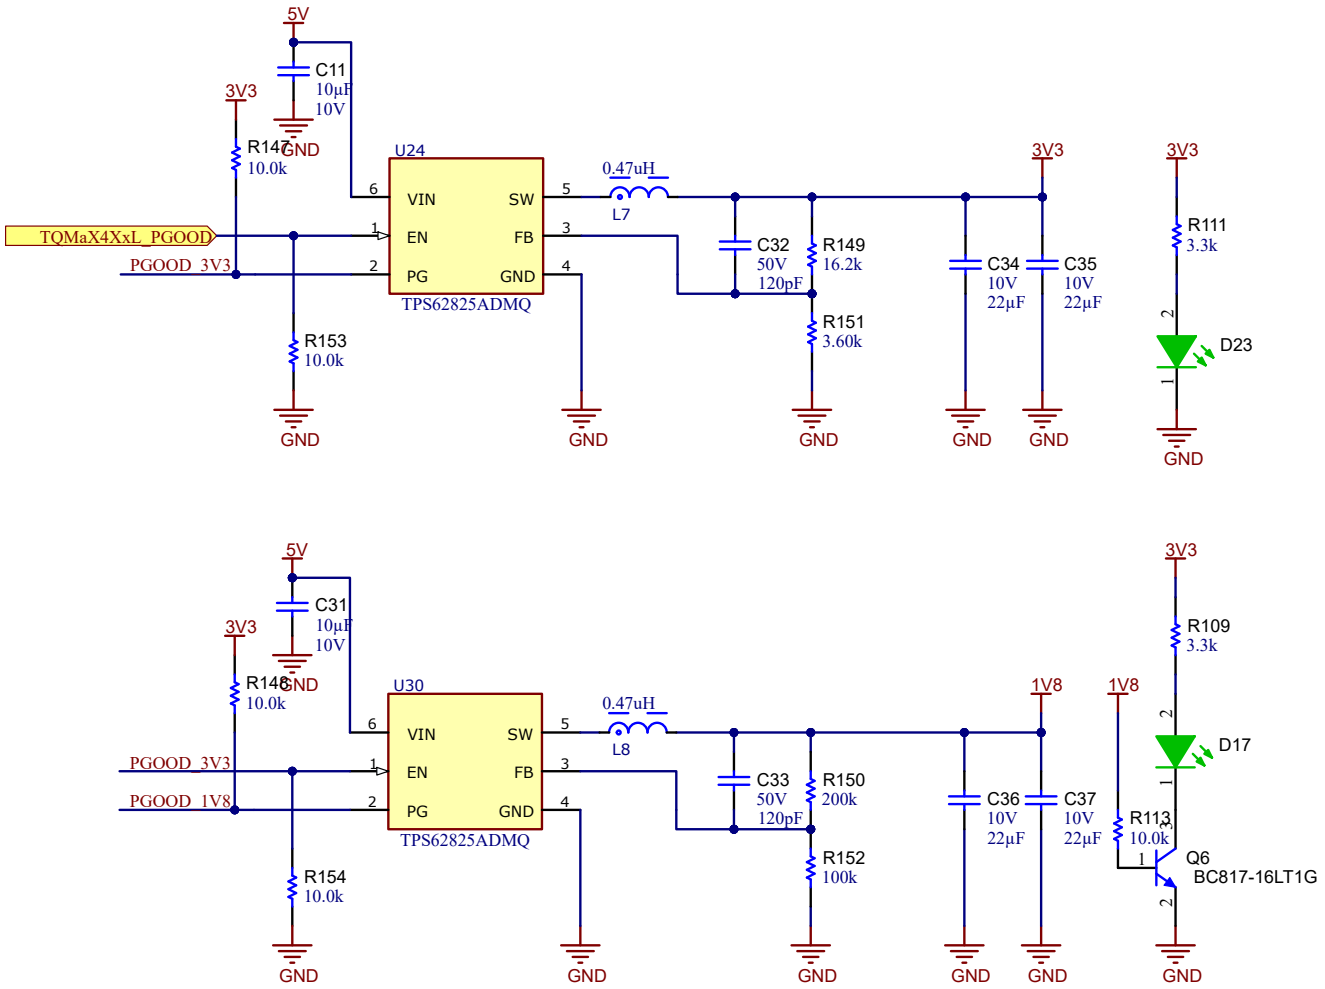

図 3-4. 3.3V および 1.8V レギュレータの回路図
3.3V および 1.8V 用として、異なる分圧器を接続した同じレギュレータを使用しています (図 3-4 を参照)。TPS62825A デバイスは、最大 2A の電流を出力できる小型ソリューションです。出力電圧の有無は LED によって表示されます。LED の順方向電圧は 1.8V より高いため、1.8V レールには追加のトランジスタが必要です。パワーアップ・シーケンスを維持するため、3.3V レギュレータは Sitara モジュールからイネーブル信号を受け取り、1.8V レギュレータのイネーブル信号にパワー・グッドを通知することで、これらの部品は順次作動します。1.8V のパワー・グッド信号は、さらなるシーケンシングに使用できます。